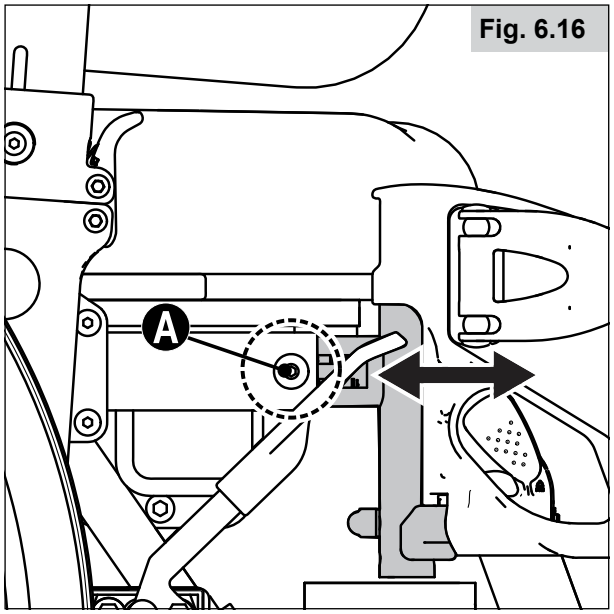

Fig. 6.16
6.15 Ajustar a profundidade do assento/ comprimento da parte superior da perna, movendo a instalação dos suportes para as pernas (Fig. 6.16)